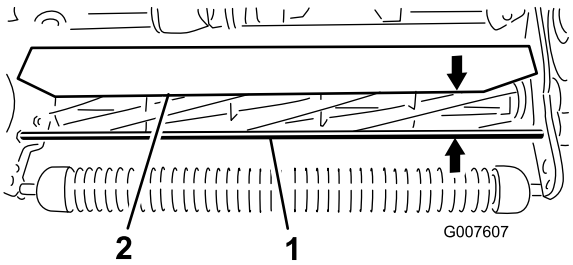

Figur 55
1. Mät avståndet från den övre delen av den främre stödstången till skyddets framkant vid varje ände av klippenheten (Figur 55).